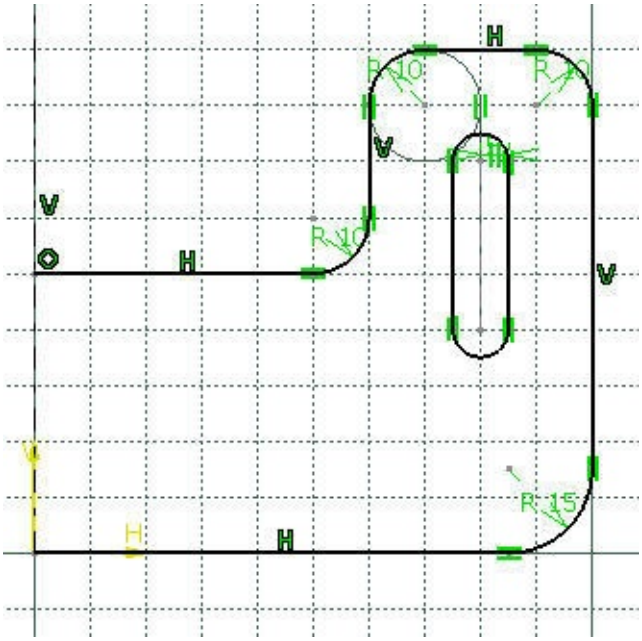

Figure 3-70 *The sketch after drawing the elongated hole*
a. Draw the right half of the sketch using the **Profile** and **Elongated Hole** tools, refer to Figure 3-70.
12. Draw a vertical elongated hole on the right of the sketch using the **Elongated Hole** tool, such that the coordinate value of start and end points are 80,40 and 80,70, respectively. Specify the value of radius as **5** in the **Radius** edit box of the **Sketch tools** toolbar, refer to Figure 3-70.